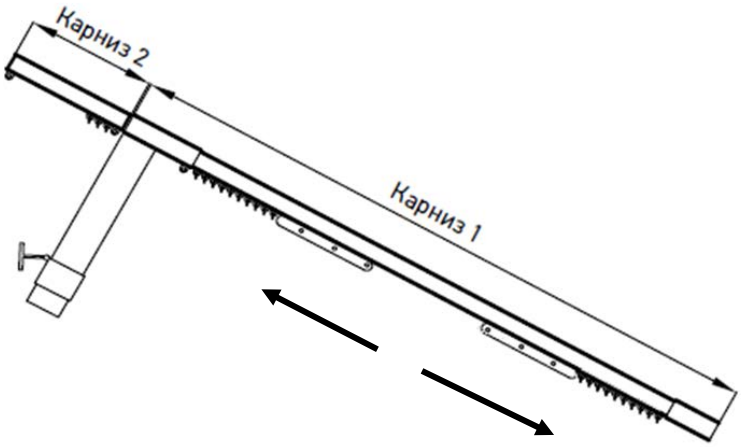

Рис. 3.15
3.2. Открытие шторы от центра (Рис. 3.15).